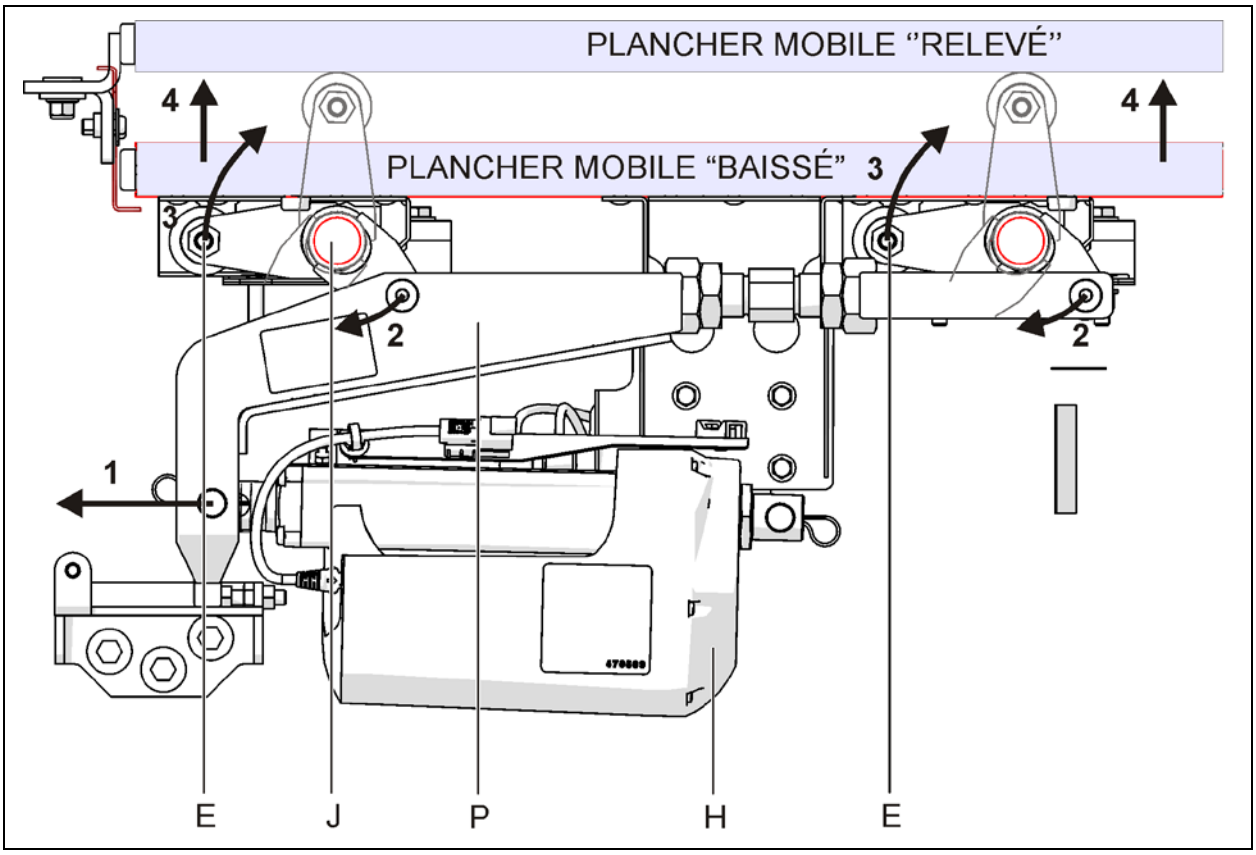

FIGURE 55 : LEVAGE DE PLANCHER AFFLEURANT 26126
Lorsque le piston du vérin électrique sort (Figure 55, **1**), le bras de transfert fait tourner les tringles d'arbre de levage du plancher vers l'intérieur (2), faisant tourner simultanément les rouleaux excentriques vers le haut (3), levant efficacement le plancher mobile (4). Le mouvement vertical du plancher est guidé par une paire de paliers linéaires verticaux (G).